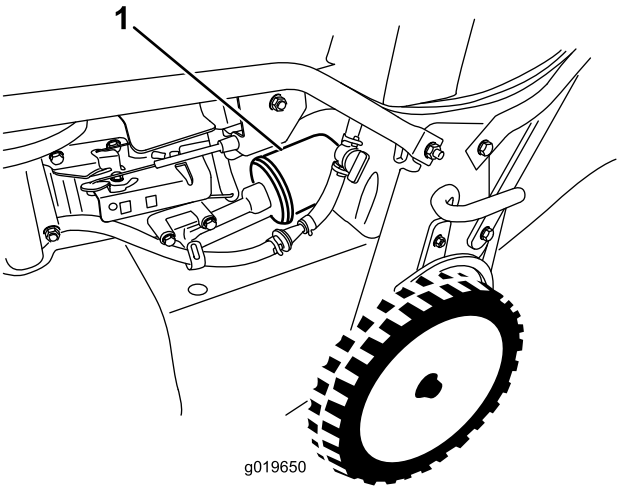

Рисунок 24
6. Снимите масляный фильтр (Рисунок 24).